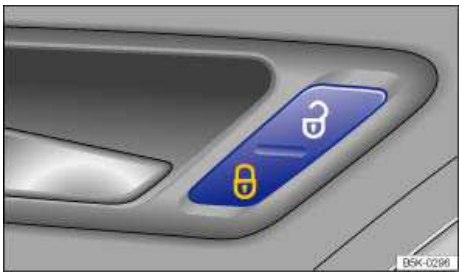

**Fig. 25** In the driver and passenger doors: Power locking button.
The vehicle locks automatically when it reaches a speed of about 10 mph (15 km/h). When the vehicle is locked, the indicator light comes on in the power locking button ⇒ fig. 25.
All doors automatically unlock when you switch off the ignition and open a door from inside the vehicle. On vehicles with automatic transmission, the doors will also unlock when the selector lever is in Park **(P)** and the ignition is switched off. Auto unlock works only if the vehicle has been automatically locked with the Auto lock feature. The indicator light goes out in the power locking button when the doors unlock ⇒ fig. 25.
**Press button ⇒ fig. 25:**